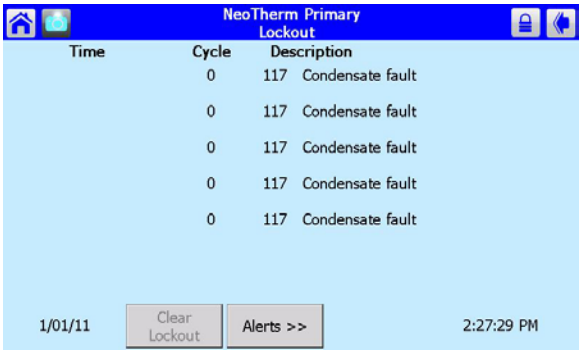

Fig. 127 – Lockout History Screen
4. To see a record of the recent lockouts and alerts, press the History button. The system will present the Lockout History screen (Fig. 127).